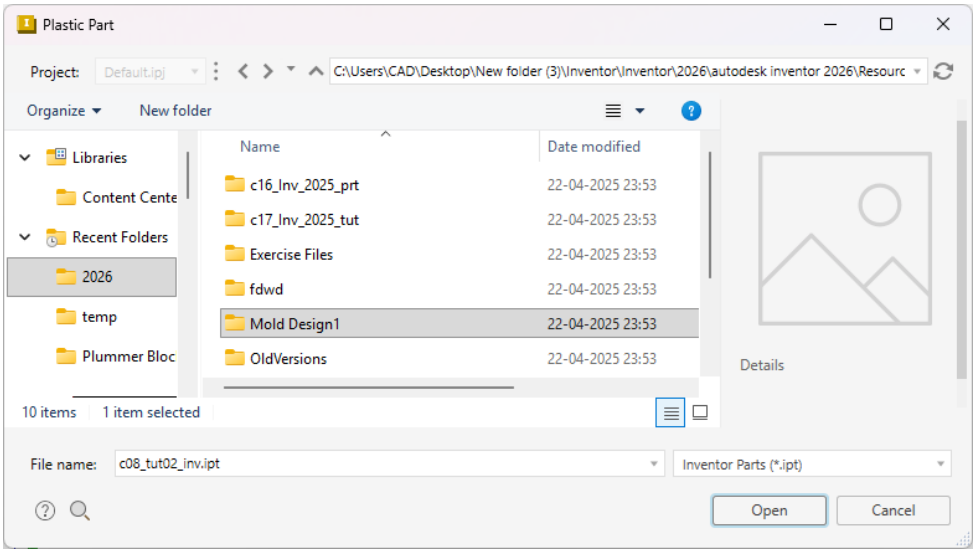

Figure 19-46 *The* ***Plastic Part*** *dialog box*
1. Choose the **Plastic Part** tool from the **Plastic Part** drop-down in the **Mold Layout** panel of the **Mold Layout** tab in the **Ribbon**; the **Plastic Part** dialog box is displayed, as shown in Figure 19-46.